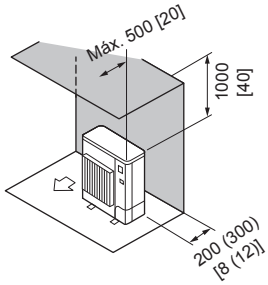

Fig. 2-7
② Obstáculos sólo en la parte trasera y superior (Fig. 2-7)